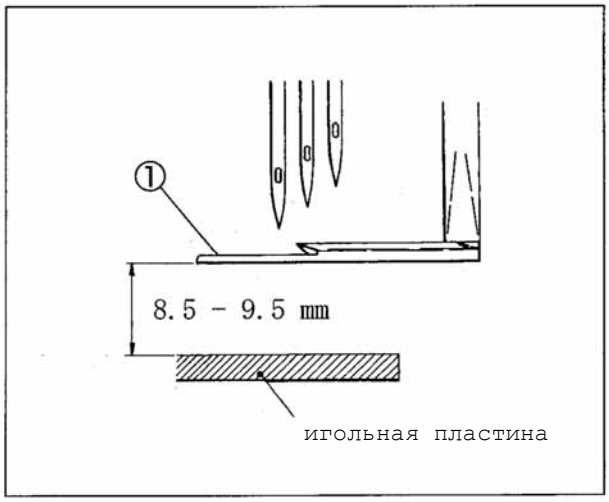

Рис. 6-10
(4) Установите высоту 8. 5 -9. 5 мм от верхней поверхности игольной пластины до нижней поверхности укладчика ①. Затем прочно затяните винт ④. (Рис. 6-10 и 6-11).